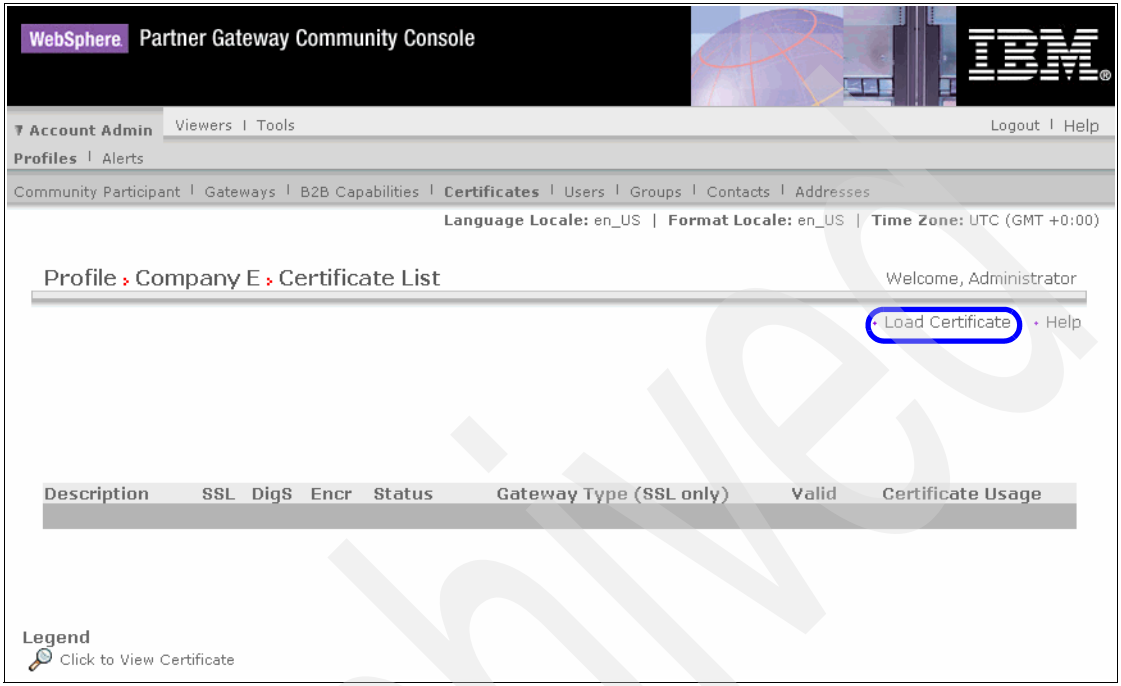

Figure 8-16 List of your certificates on your partner's system
3. In the Certificate List panel (Figure 8-16), click **Load Certificate**.